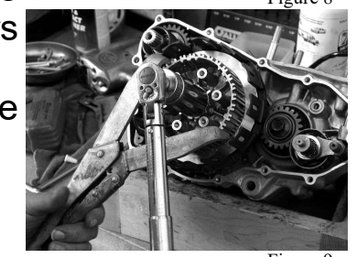

Figure 9
- Re-install the inner hub and tighten the main shaft nut to manufacturers specifaications (Figure 9)